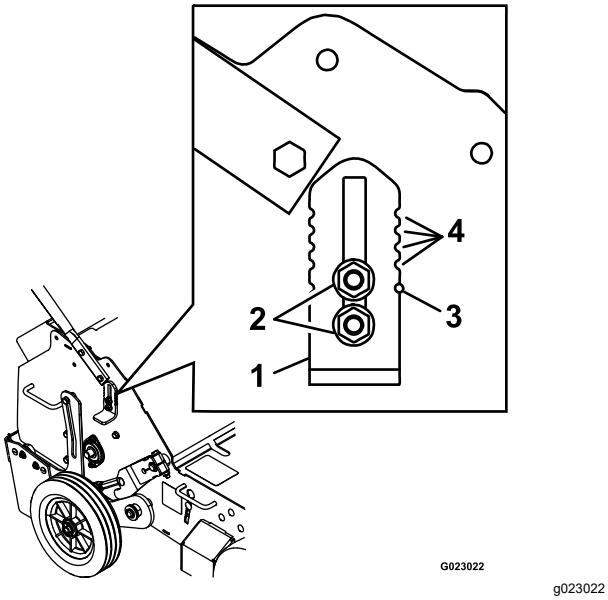

Figure 17
3. Desserrez les écrous qui fixent la butée de roue sur le côté droit de la machine (voir Figure 17).
6. Répétez les opérations 3 à 5 pour la butée de roue sur le côté gauche de la machine. Utilisez les crans d'indication dans la butée de roue et les trous d'indication dans le cadre comme repère visuel pour régler les butées à la même hauteur de chaque côté (voir Figure 17).